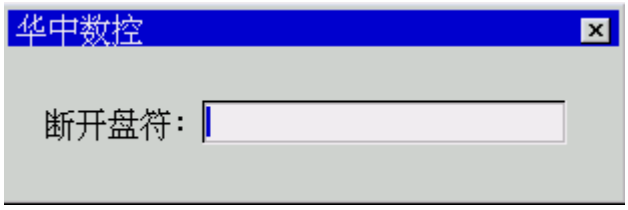

图 7.3.1 断开网络路径
(2) 按 **Enter** 键，弹出如图 7.3.1 所示断开网络路径输入框；